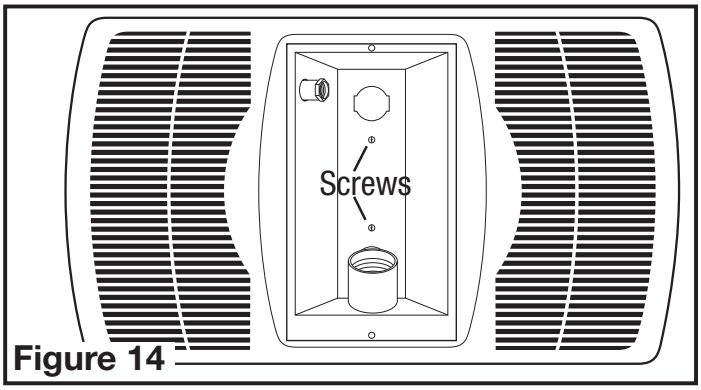

Figure 14
4. Attach light reflector in place with the two screws removed during *Step 2* in **SECTION 1** *Preparing the Unit* so grill fits snuggly against ceiling **(Figure 14).**